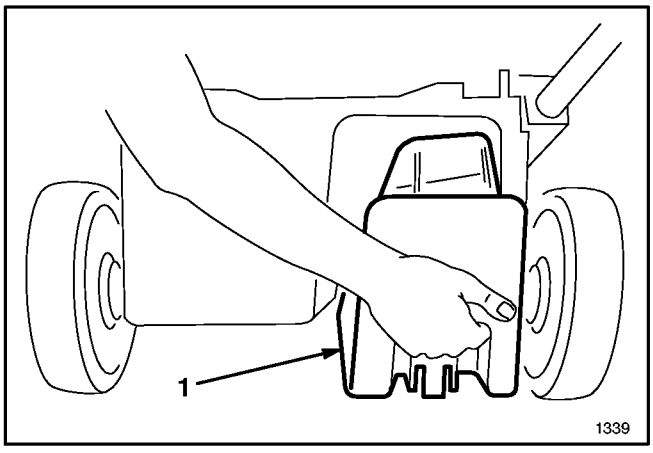

**Abbildung 5**
**2.** Die Auswurfabdeckung öffnen und den Einsatz in die Öffnung des Auswurftunnels schieben (Abb. 5).